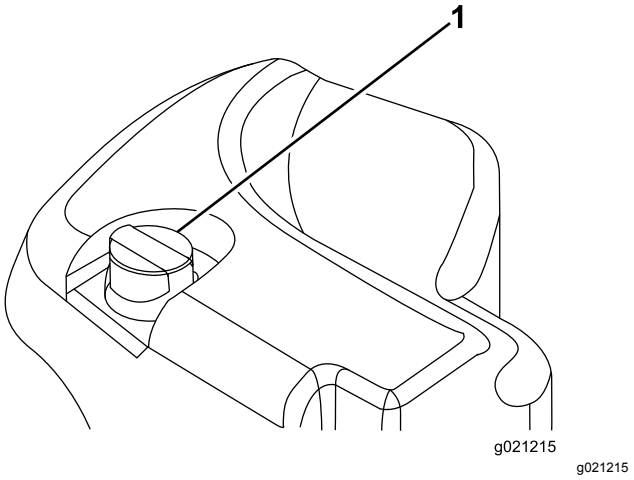

Figur 64
2. Rengør området omkring påfyldningsstudsen og hydrauliktankens dæksel (Figur 64).